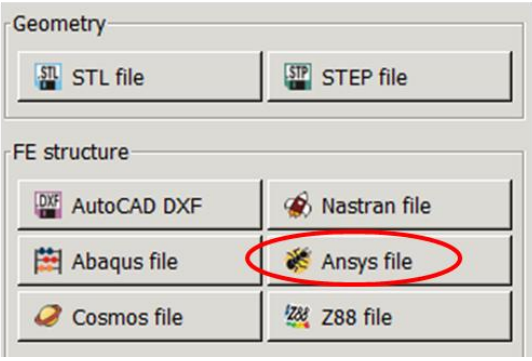

Figure 29: Accessing the ANSYS converter Z88ANS
3. Import the simulation model into Z88Aurora® as described in figure 29. For this purpose select *File > Import > ANSYS file*.